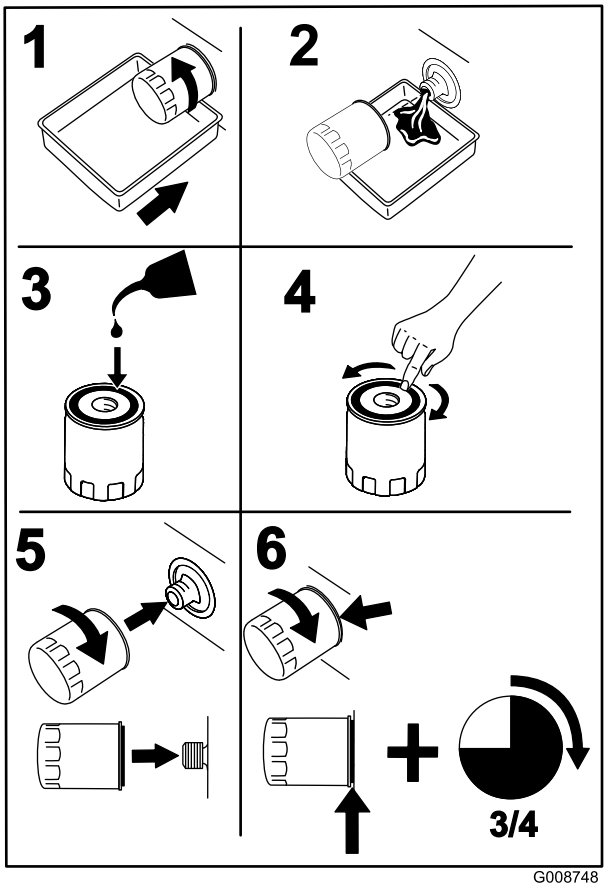

Figur 72
9. Placer en aftapningsbakke under manifoldfilteret (Figur 72).